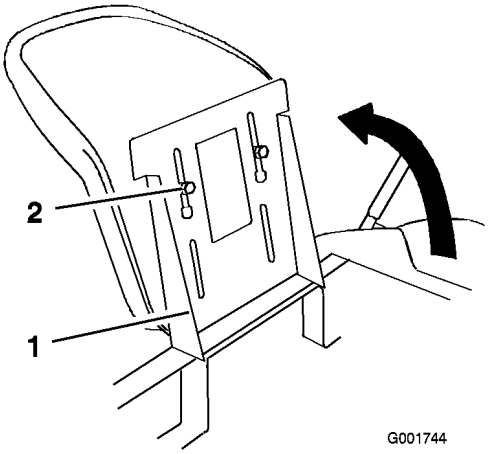

Figure 4
2. Raise the seat support on the machine (Figure 4).
3. Slide the shoulder bolts on the bottom of the seat into the slots in the seat support (Figure 4).